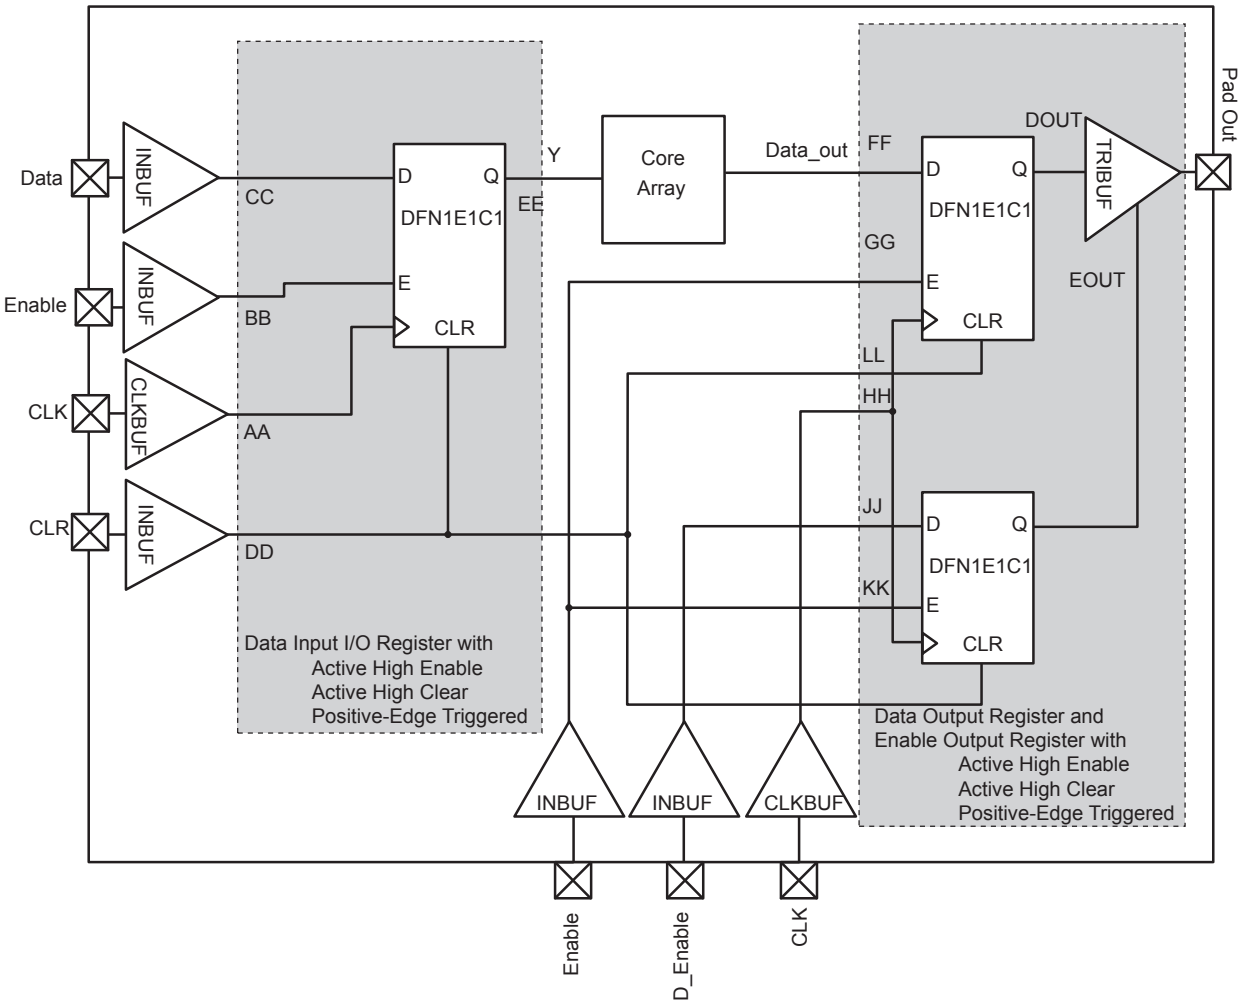

Figure 2-16 • **Timing Model of the Registered I/O Buffers with Synchronous Enable and Asynchronous Clear**
*Note: *See Figure 2-16 on page 2-48 for more information.*